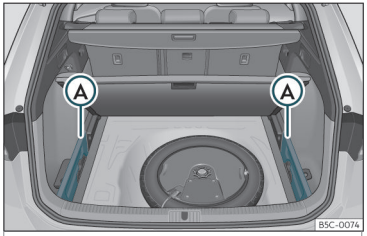

Fig. 111 Nel bagagliaio: alloggiamento per la riposizione del pianale avvolgibile.
- Rimuovere i coperchi a sinistra e a destra ››› **fig. 111** Ⓐ.